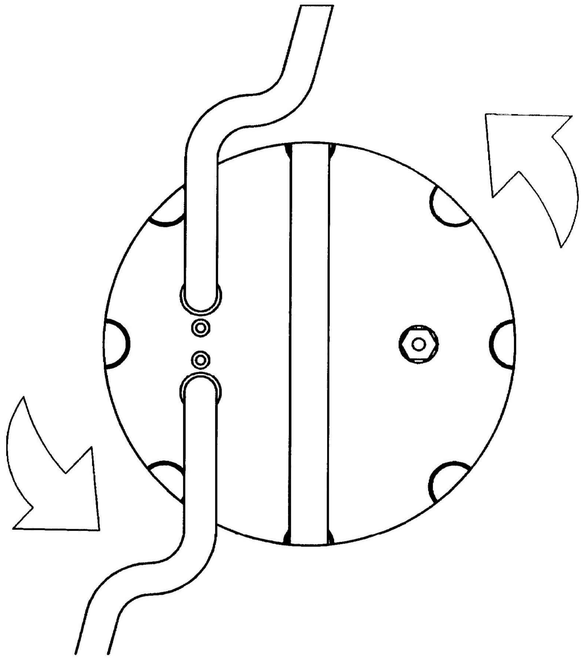

Fig. 2
3. Carefully observe the kick-back on starting, looking at the pump from above. TIf the direction of rotation is correct, the upper cap will turn counter-clockwise as indicated by the arrows in the drawing (Fig. 2). .